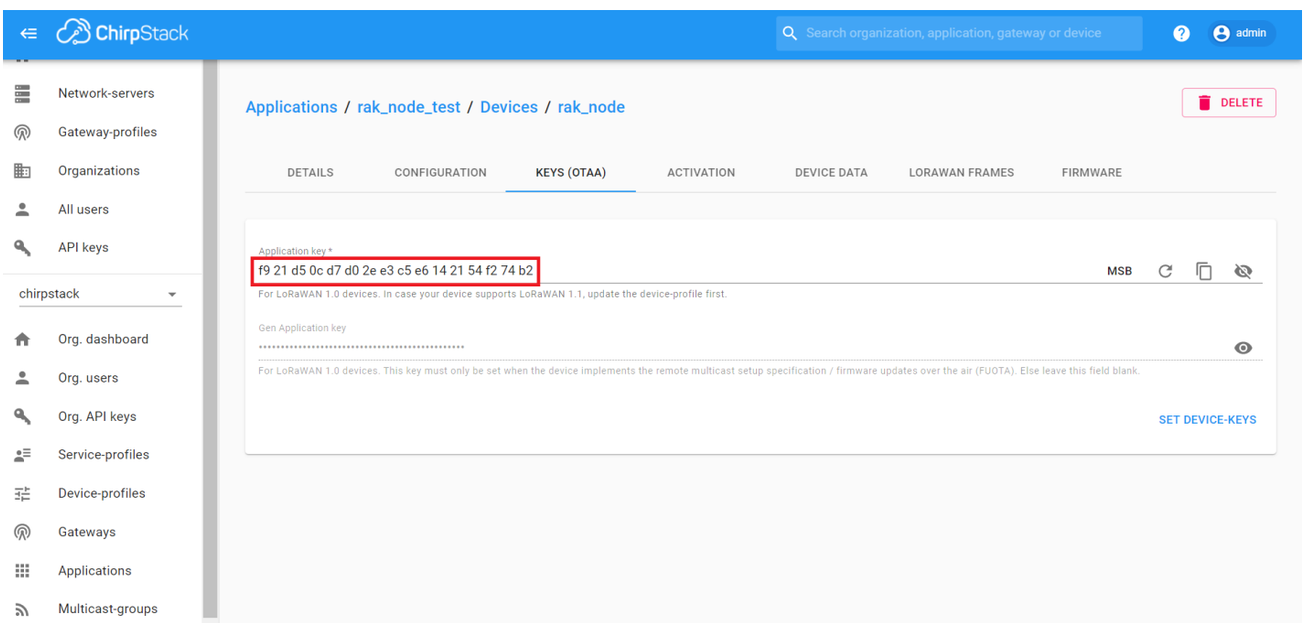

Figure 41: Application Key associated with the new device.
5. To end the process, it is a good practice to review that the Application Key is properly associated with this device. The Application Key can be verified in the "**KEYS(OTAA)**" tab, as shown in **Figure 41**.